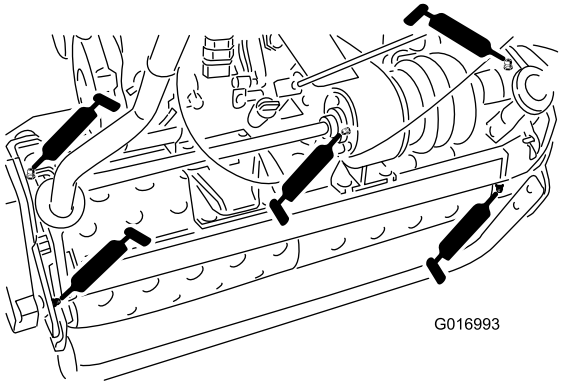

Figuur 18
- 2 op de trommelassen (Figuur 18)
- 3 op de differentieel (Figuur 18)